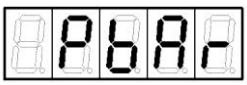

Рисунок 18
2. Кнопкой ← или → установить на индикаторе обозначение "PbAr" (рисунок 18).